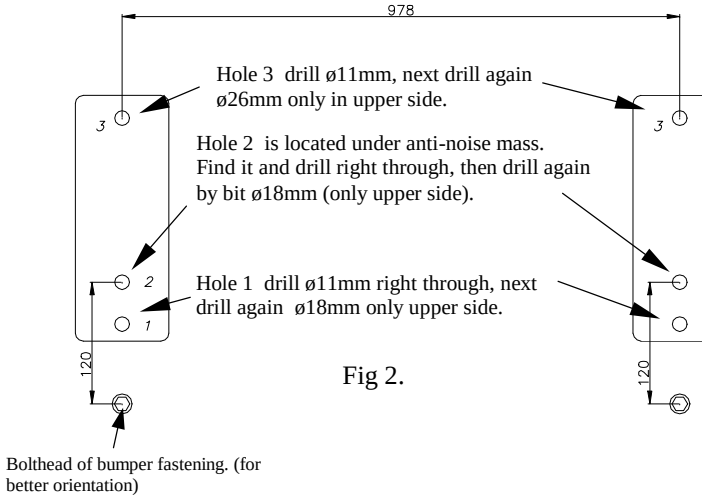

Fig 2.
2. In the boot, on the left and right side find original hole (are under anti-noise mass) (for help see fig. 2).
3. Place fish-plates D as show on fig. 2 (hole 2 must agree with original hole). Next drill holes 1 and 3 right through with bit ø11mm.